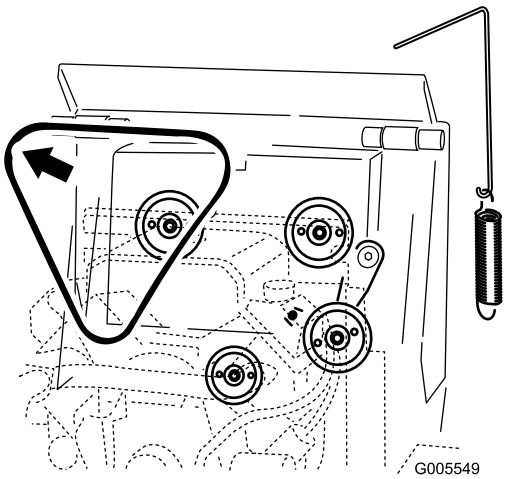

Figuur 48
5. De riem van de drie poelies verwijderen (Figuur 48).